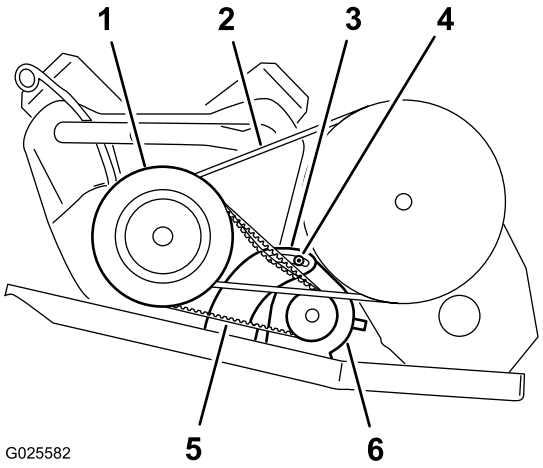

Figura 64
2. Afloje la tuerca del pivote del generador de arranque (Figura 64).
4. Aplique presión descendente sobre la palanca para hacer girar el motor de arranque hacia abajo en la ranura, hasta que la tensión de la correa sólo permita una desviación de 6 mm con 44 N de fuerza (Figura 64).
5. Apriete la tuerca del pivote a mano y retire la palanca (Figura 64).